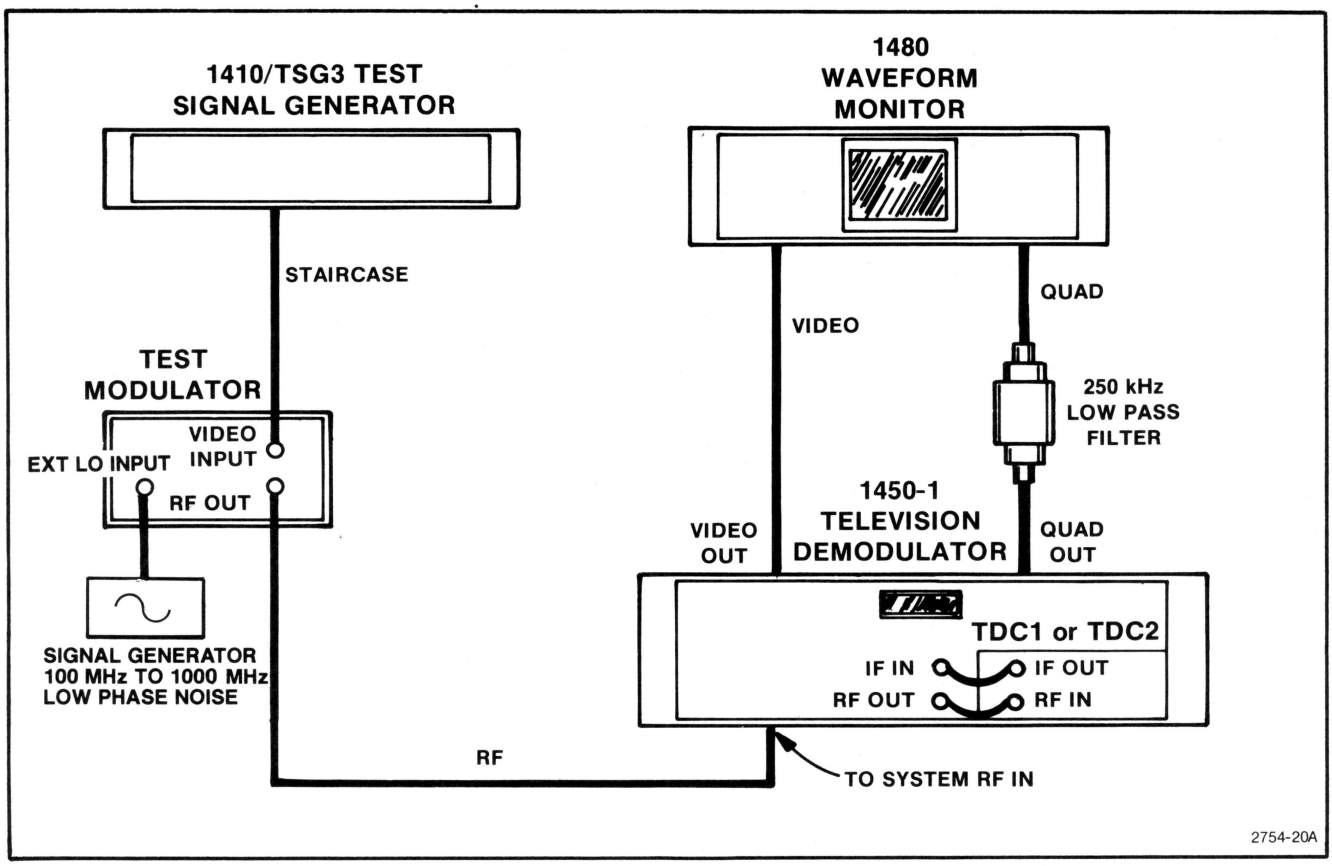

Fig. 4-9. Test Setup for Measuring Low Frequency Phase Noise.
a. Refer to Fig. 4-9. Drive the test modulator with a linearity staircase signal from a video test signal generator such as a TEKTRONIX 1410/TSG3/SPG combination. Connect the low phase noise signal generator to the test modulator **ext lo** input. Connect the test modulator **rf** output to the 1450-1 (SYSTEM) **rf** input, and make the appropriate front-panel connections on the 1450-1 to complete the SYSTEM.